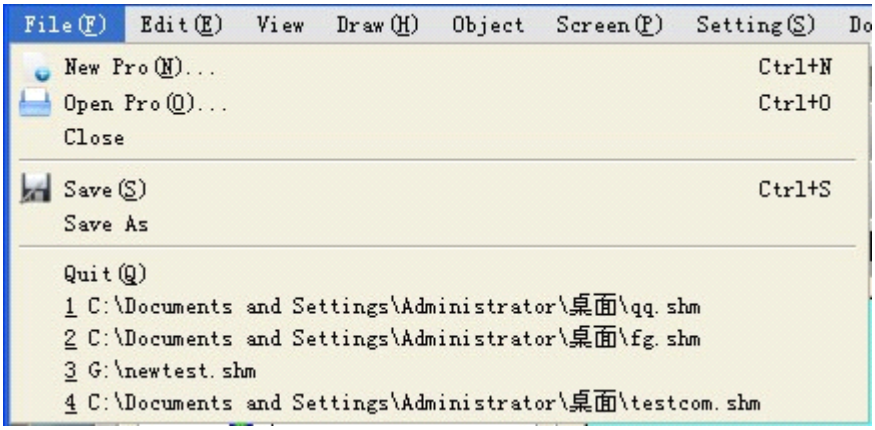

Рисунок2-29: Меню “File”
Меню «File» включает такие опции, как «New Project (N)», «Open Project (O)», «Close(C)», «Save(S)», «Save As» и «Quit (Q)». Серые опции показывают, что соответствующая операция недопустима в текущих условиях. Для открытия меню «File», щелкните на кнопку “File (F)” в левом верхнем углу экрана, появится выпадающее меню. Смотрите рисунок 2-29.